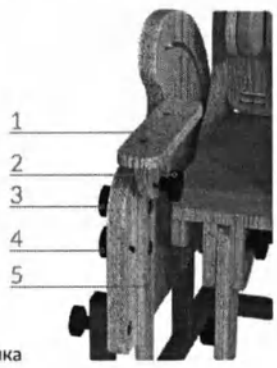

Рис. 3 – Регулировка подлокотника
Подлокотники (рис. 3)
1. Стоя лицом к опоре ослабьте барашки (3) и (4) (рис. 3), выдвиньте направляющие подлокотников (5) на максимальную высоту и поверните их на максимальный угол «на себя». Зафиксируйте барашки (3) и (4).
1. Демонтируйте подлокотники полностью выкрутив крепёж (3) и (4) (рис. 3), состоящий из болтов, шайб и барашков.